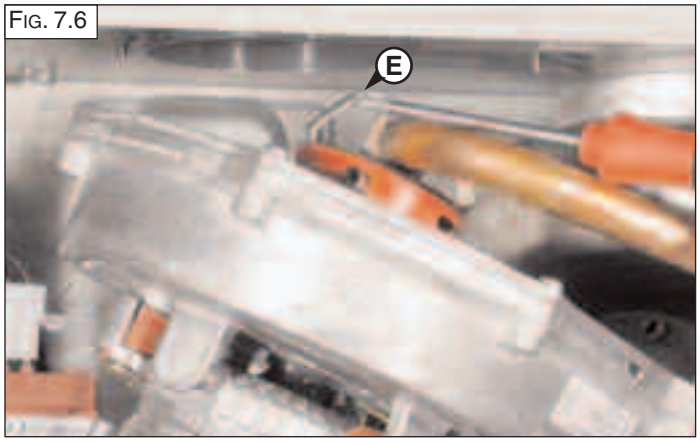

Fig. 7.6
***3.*** Remove the clip “E” (Fig. 7.6).